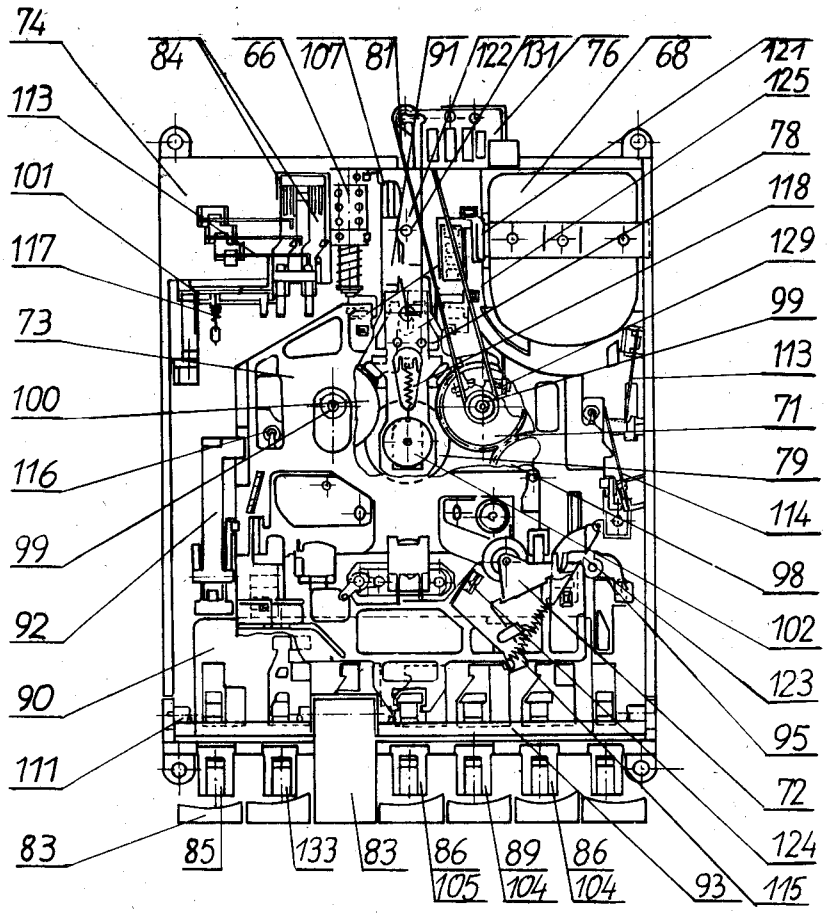

Rys. 7. Mechanizm – widok ogólny
2.4. DEMONTAŻ I MONTAŻ GŁÓWNYCH PODZESPOŁÓW (rys. 7 i 8)